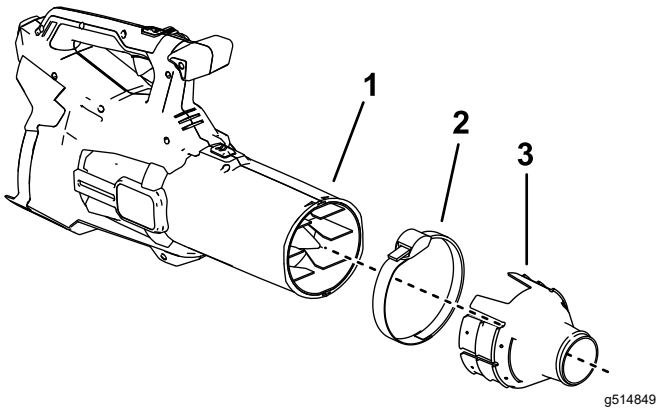

Figura 2
2. Rimuovete il tubo del soffiatore in modo che il collare possa collegarsi direttamente all'uscita del soffiatore (Figura 2).